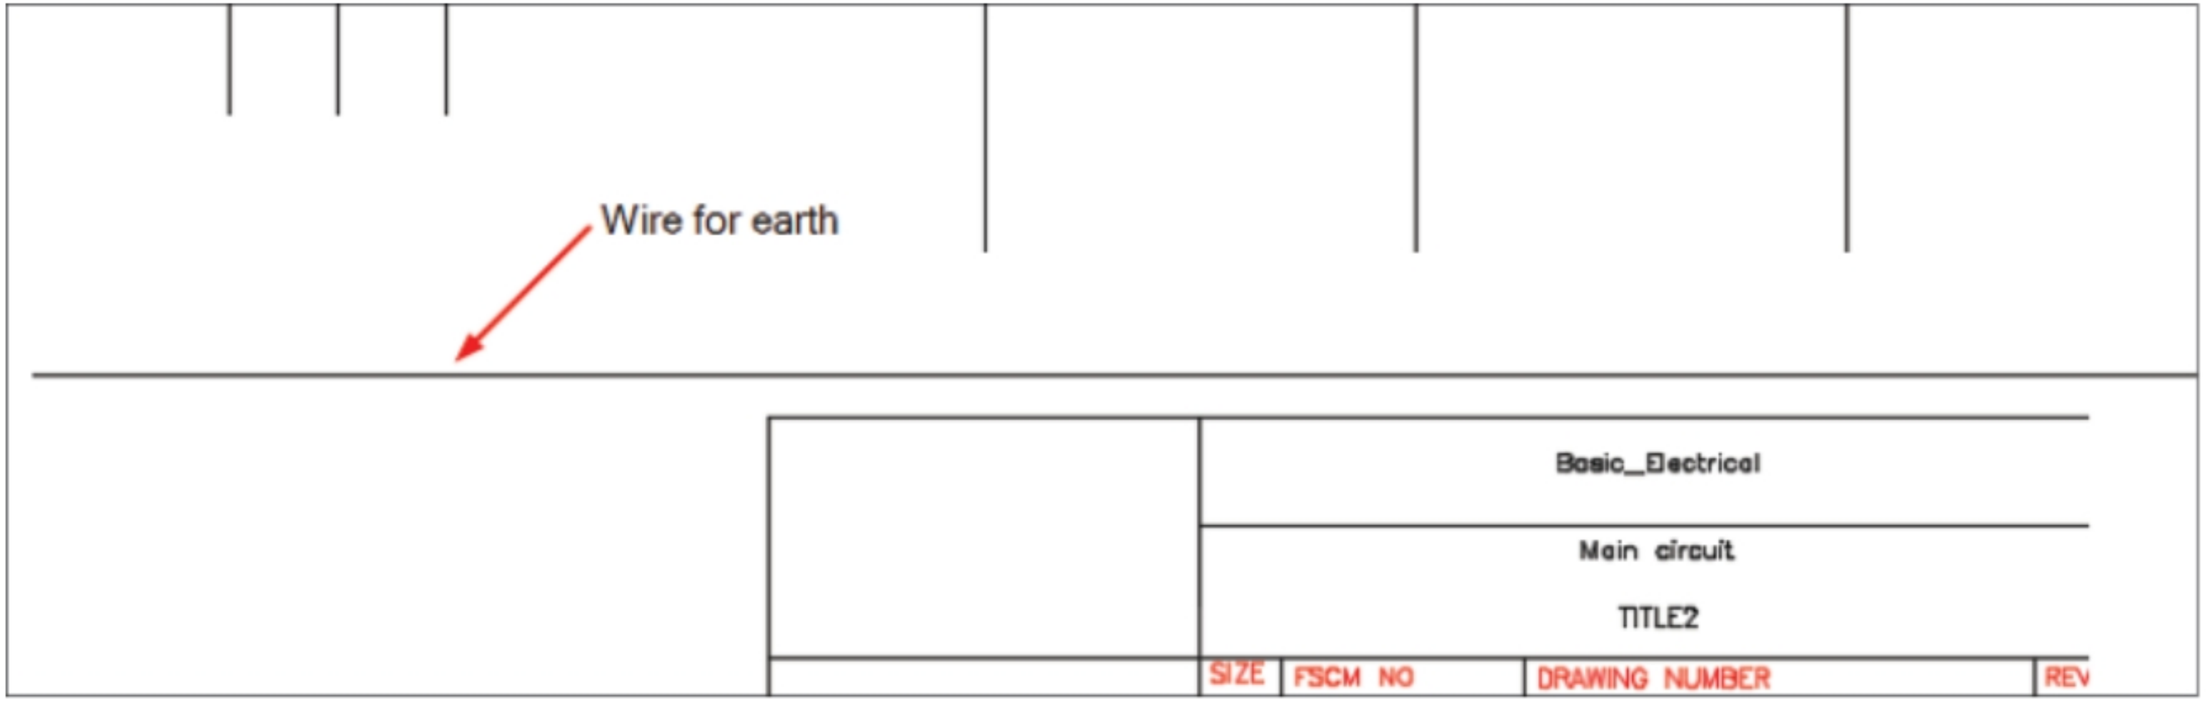

Figure-58. Wire created for earth
- Click on the **Wire** tool from **Insert Wires/Wire Numbers** panel and create a wire for earth; refer to Figure-58.